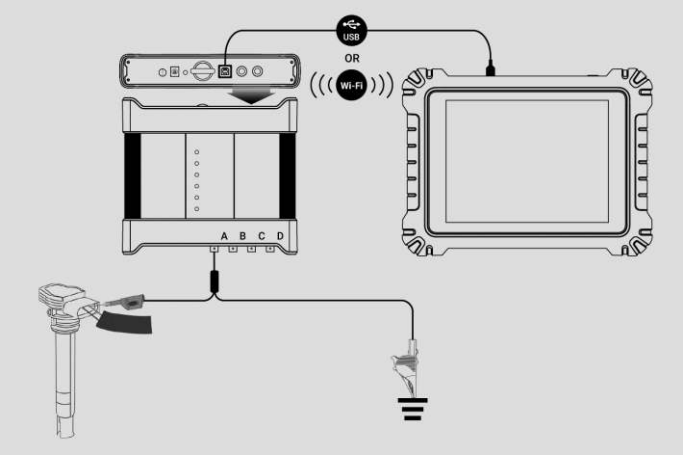

Figure 9-3 ***Connection Diagram***
1. Insert the applicable test lead or probe terminal ends into the input channel(s) to complete the connection (refer to ***Figure 9-3***).